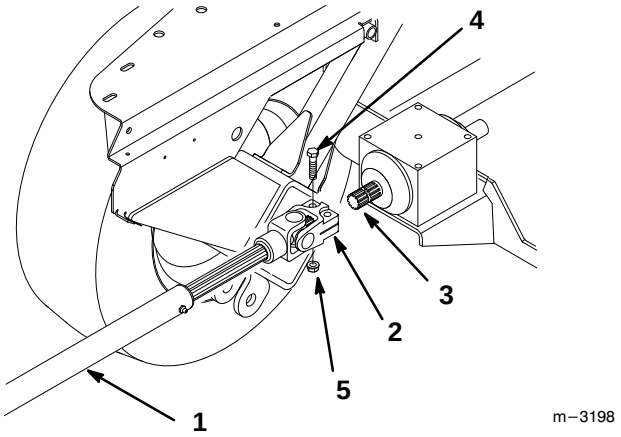

Figure 14
9. Remove (2) 3/8”–16 x 1-5/8” (41.5 mm) bolts and 3/8”–16 locknuts from universal joint and slide the driveshaft off gearbox shaft (Fig. 14).